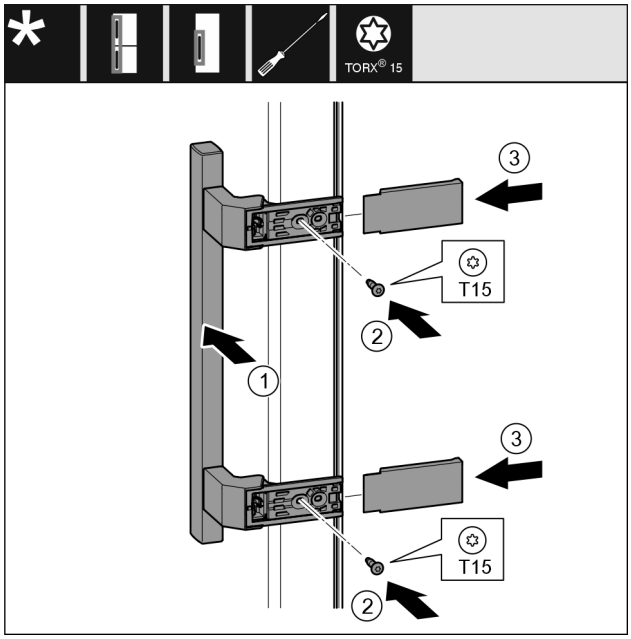

Fig. 28
- ▶ Nasaďte madlo *Fig. 28 (1)* na protilehlé straně.
- ▶ Šroubovákem šrouby *Fig. 28 (2)* pevně utáhněte.
- ▶ Kryty *Fig. 28 (3)* bočně nasaďte a nasuňte.